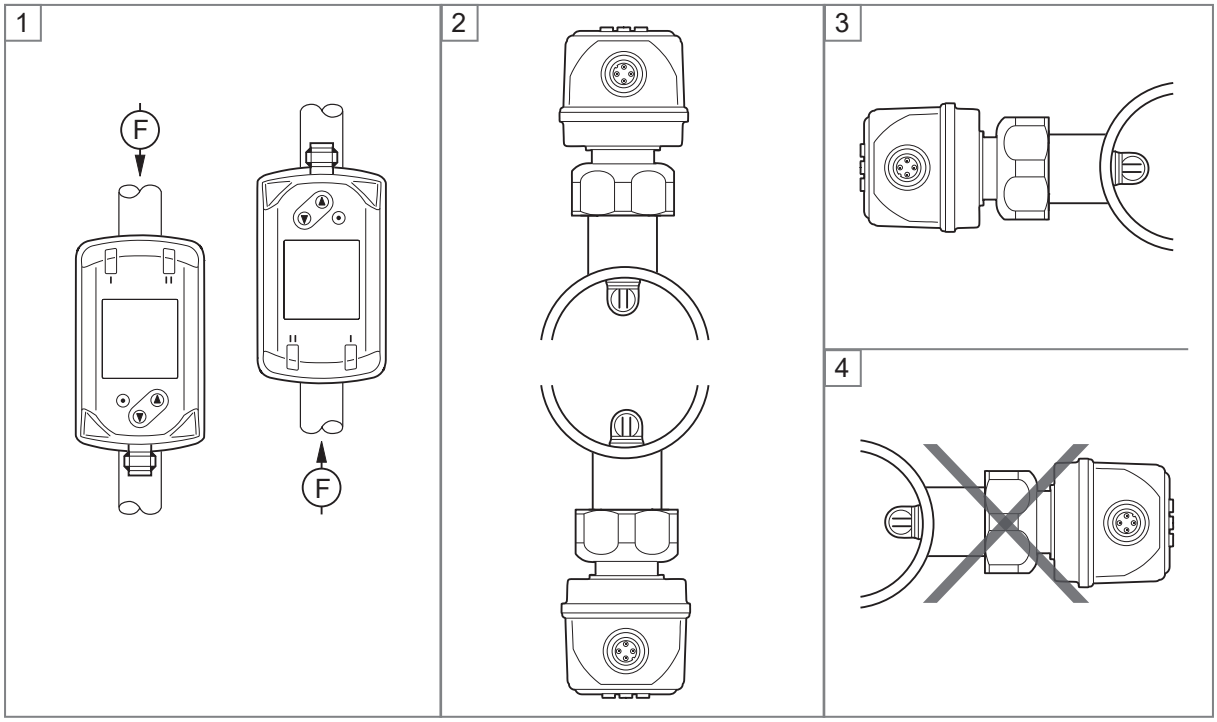
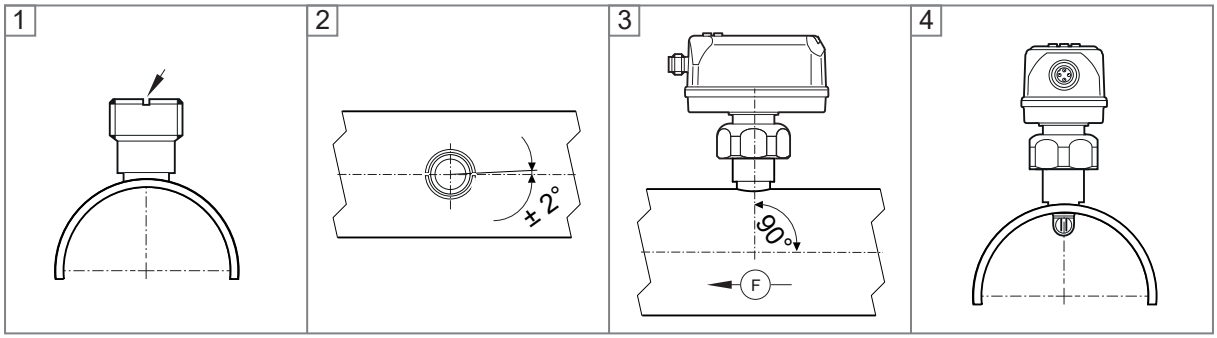

Fig. 1: Orientation of the pipe length and of the device
Fig. 2: Weld in the sensor with the E40195 adapter
▶ Align the adapter with the alignment mark (fig. 1) at a max. offset of ± 2° to the pipe axis (fig. 2).
▶ Ensure that the adapter does not extend into the pipe (fig. 1).